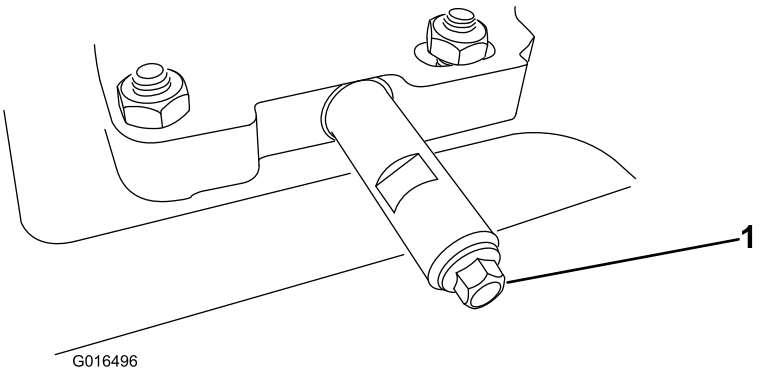

Figur 48
1. Rengør området omkring olieaftapningsdækslet (Figur 48).